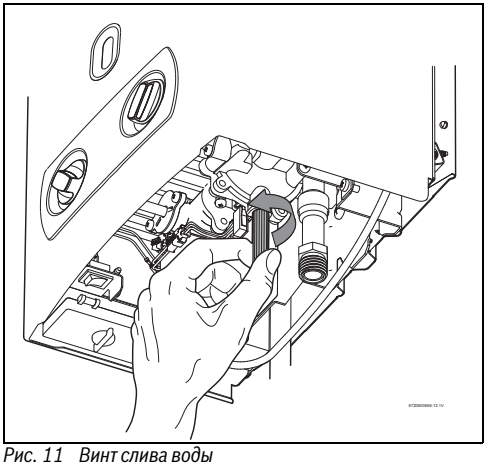

Рис. 11 Винт слива воды
- ▶ Ослабить винт слива воды на приборе (→ Рис. 11).